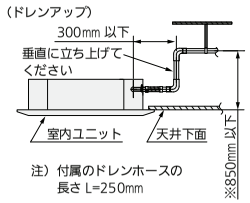

図10
- ドレン配管高さは天井下面より850mmを限度として上げることができます。特性上ドレンアップ高が高いほど排水音が低くなります。このためドレンアップ配管高さは300mm以上を推奨します。　（※絶対に850mmより高くしないでください）　（図10）